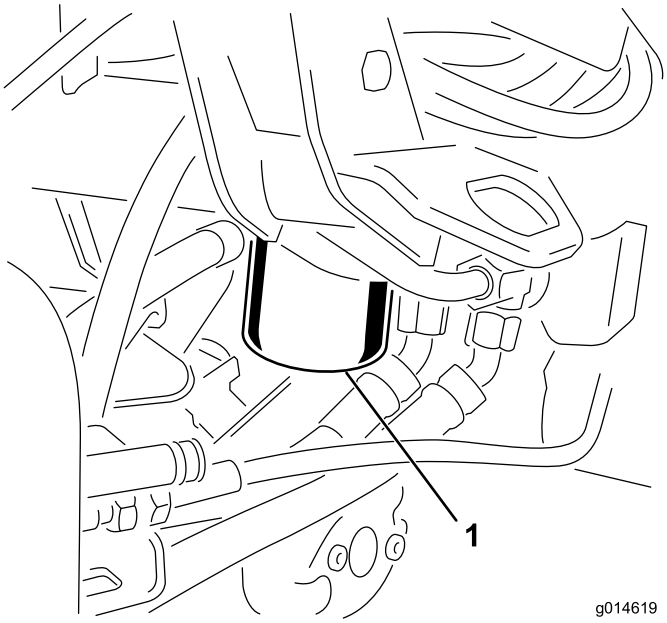

Figur 53
1. Rengør det område, hvor filteret monteres (Figur 53). Anbring en drænbakke under filteret, og afmonter filteret.